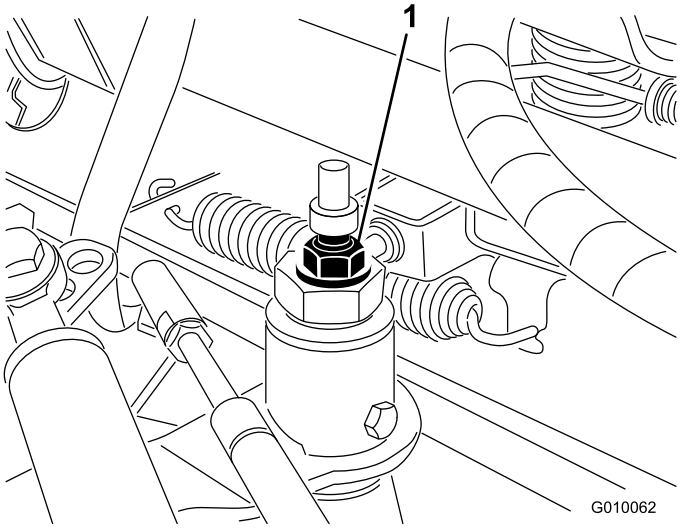

Figura 55
3. Desaperte a porca de bloqueio no excêntrico de tracção (Figura 55).